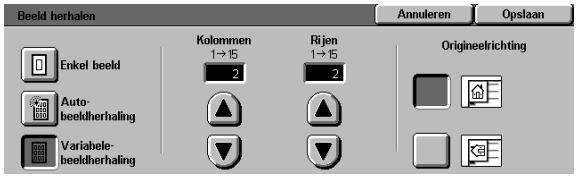

Figuur 13: Informatiescherm Variabele beeldherhaling
- **Variabele beeldherhaling** (figuur 13)